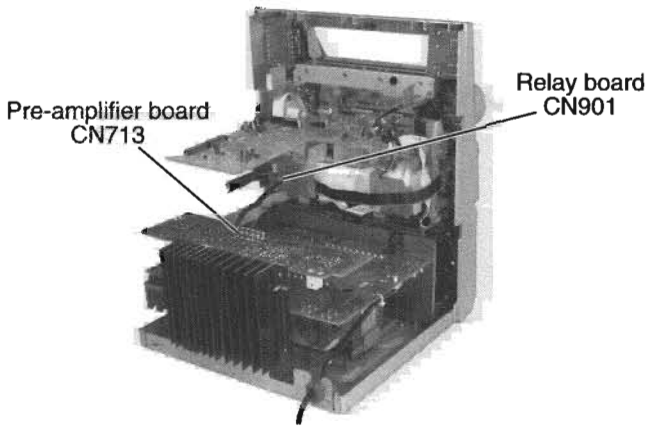

Fig.27
■Removing the pre-amplifier board / heat sink (See Fig.27 to 29)